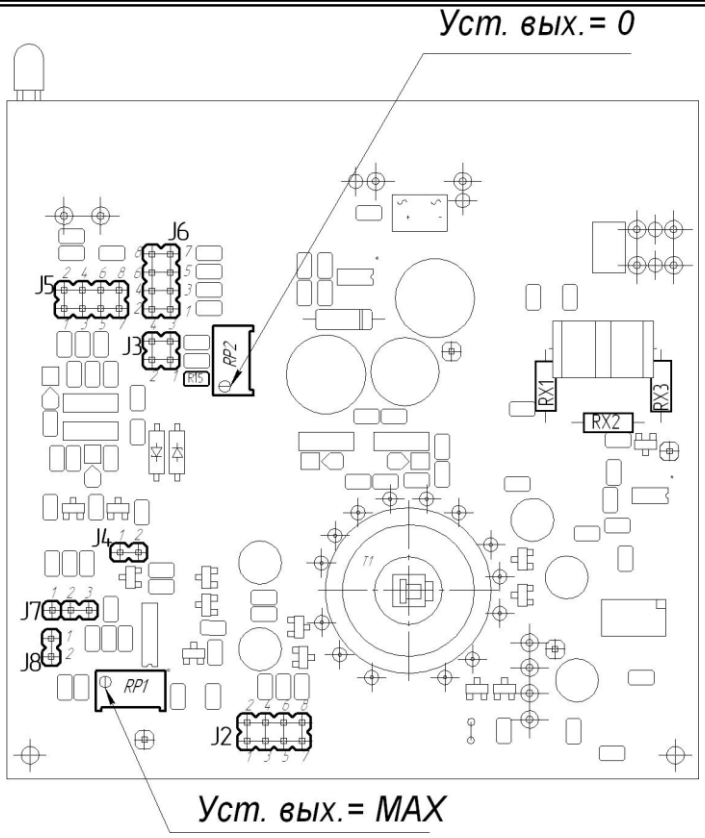

Рисунок 9.1 - Схема расположения органов регулирования и элементов настройки ПНС-1
Для переналадки блока на другие входные/выходные сигналы используйте рисунок 9.1 или 9.2 (в зависимости от модели прибора) и таблицы 9.1.1, 9.1.2 и 9.2.
1. Для диапазона входного сигнала 4 – 20 мА и выходного сигнала 0 – 10 В необходимо установить сопротивление R15 равным 100 кОм (см. рисунок 9.1). Для других диапазонов R9 должен быть 200 кОм (устанавливается предприятием-изготовителем).
9.4 Время преобразования для прибора ПНС-1 с заводской установкой равно 6 секундам - это максимальное время, необходимое для преобразования значения входного сигнала при резком его изменении (во весь диапазон шкалы - от 0% до 100% или наоборот). Если нужно перенастроить данное время нужно изменить положение перемычек J7 и J8 (см. рисунок 9.1) в соответствии с таблицей 9.3